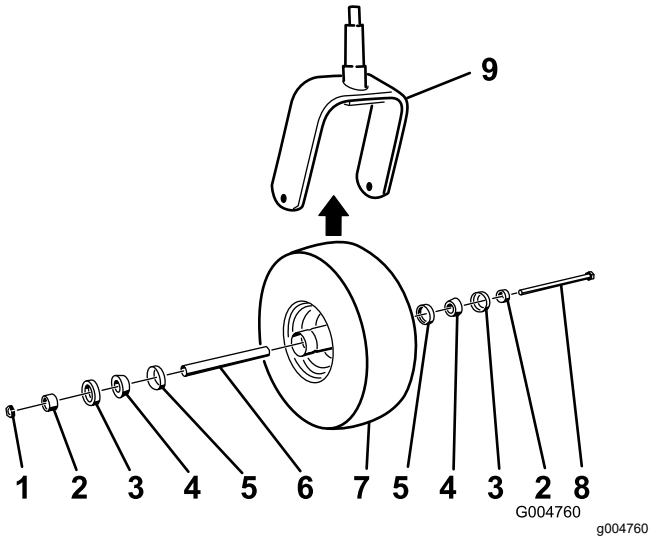

Figura 42
2. Rimuovete il dado di bloccaggio dal bullone (Figura 42).
5. Montate la ruota orientabile premendo i cuscinetti conici e gli schermi, lubrificati con grasso, nel mozzo della ruota, posizionata come illustrato nella Figura 42.